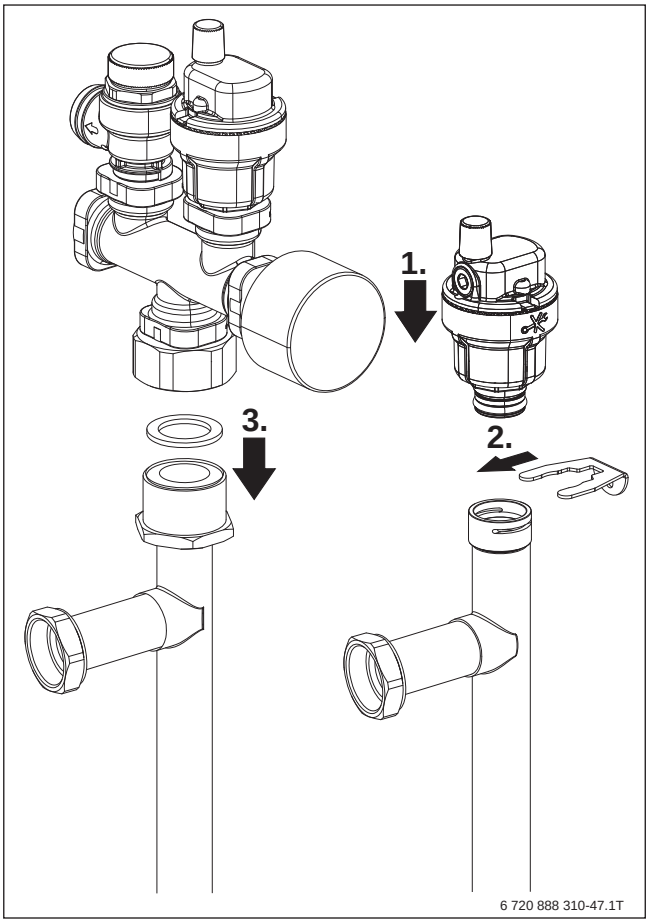

Bild 89 Sicherheitsgruppe und Entlüftungsventil
- Die Warmwasser-Rohrleitungen der Inneneinheit und die Sicherheitsgruppe installieren (→ Bild 89). Bei der Arbeit am unteren Anschluss können die Rohrleitungen zur gewünschten Seite gedreht werden.